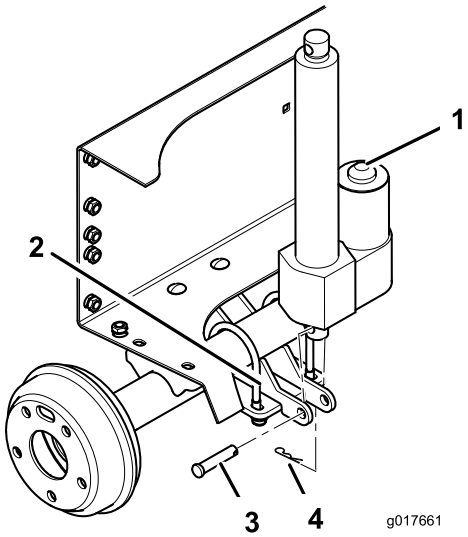

Figur 6
6. Montera den nedre delen av lyftmanövreringsorganet till lyftcylinderstödet med en sprintbult och en hårnålssprint. Placera komponenterna i enlighet med Figur 6.